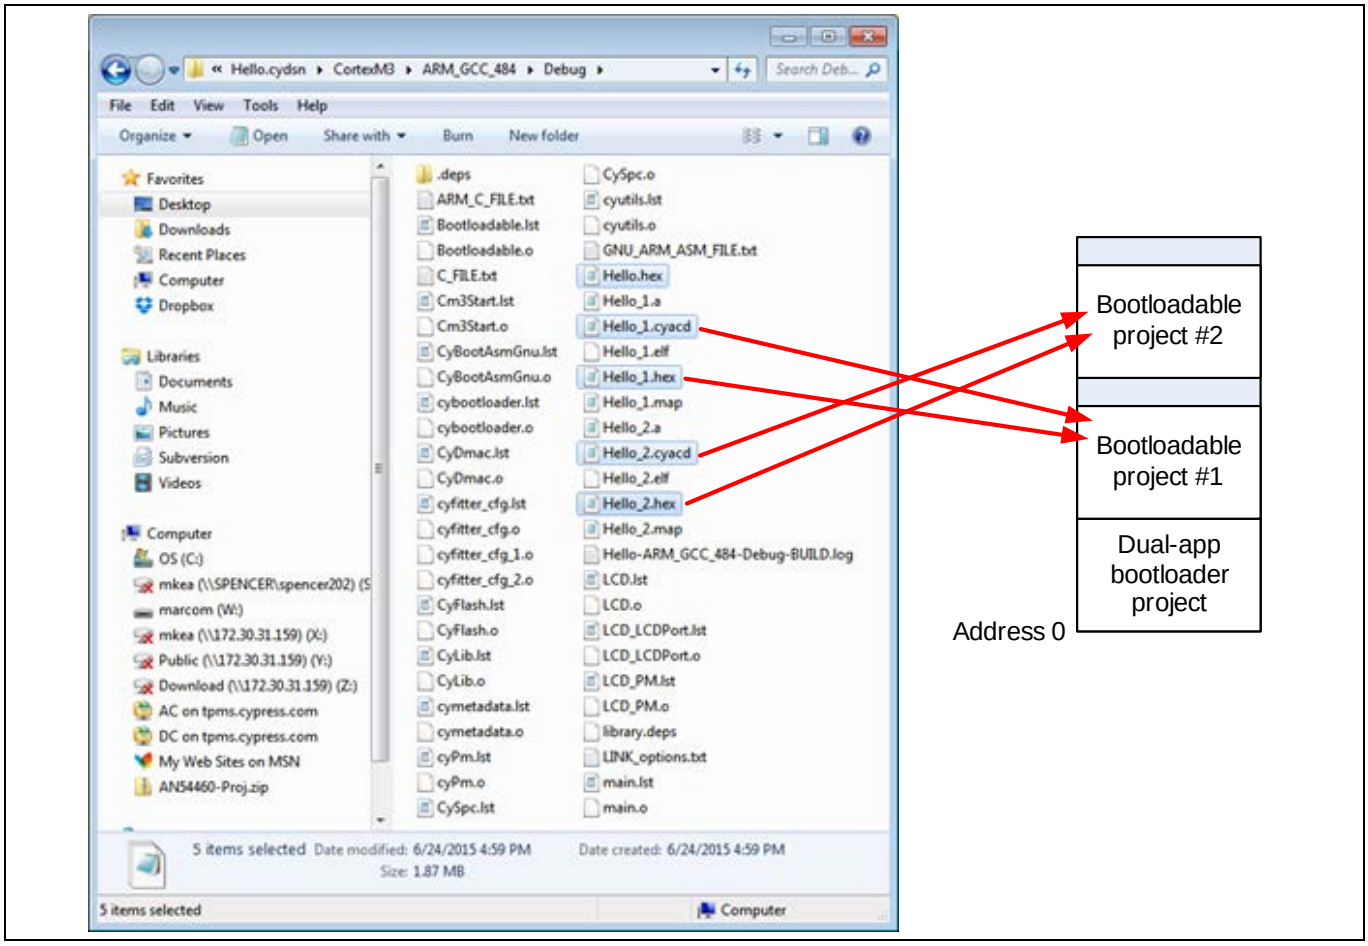

Figure 17　　デュアルアプリケーションのブートローダブルプロジェクトファイル
2. プロジェクトファイル: デュアルアプリケーションのブータブルプロジェクトは、Figure 17 に示すように、2 つのファイルの代わりに 5 つの出力ファイルがあります。これらのファイルは、Figure 17 に示すように、アプリケーション 1 または 2 のどちらにもブートローダブルプロジェクトの配置ができます。高信頼性アプリケーション向けには、同じ 2 つのブートローダブルプロジェクトのコピーをフラッシュへ配置できます。